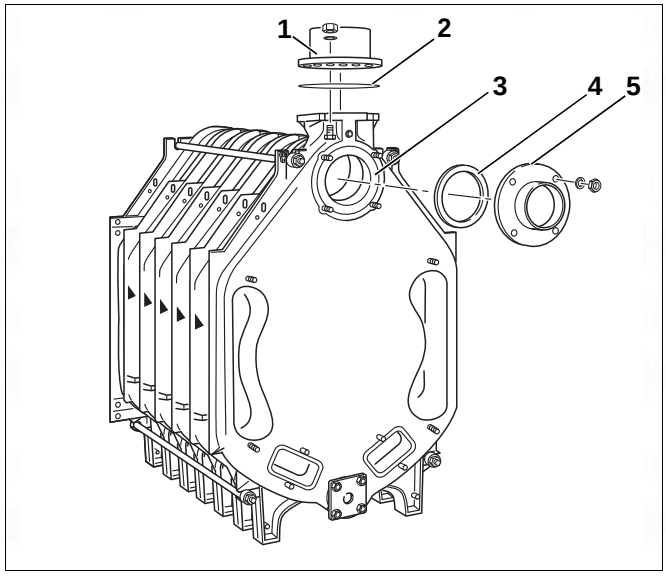

Fig. 28 Fitting a connection flange
The weld neck flange (with welded-on pipe) is fitted to the upper boiler hub (Fig. 28, [3] – return connection) if the return is connected at a later stage.
The weld neck flange and flat gasket are shown in (Fig. 28, [4] and [5]).
- The flow connection flange (Fig. 28, [1]) with flat gasket (Fig. 28, [2]) is required for connecting the flow at a later stage.